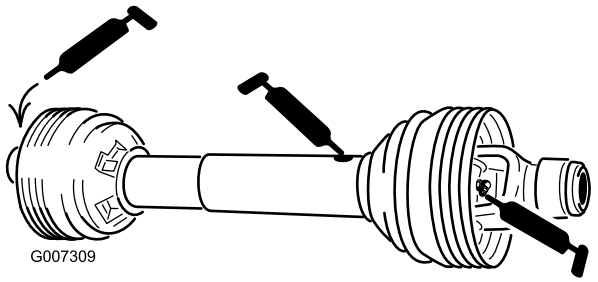

Figur 24
Kraftuttagsaxel (3) (Figur 24).